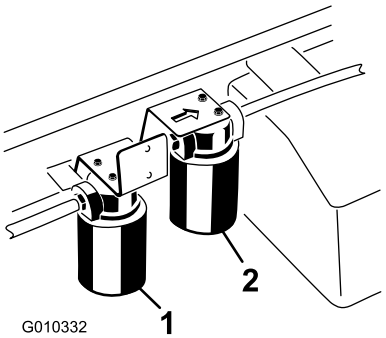

Bild 71
5. Stellen Sie eine Auffangwanne unter den Filter und entfernen den Filter (Bild 71).
4. Reinigen Sie den Anbaubereich des Hochflussfilters (Bild 71).